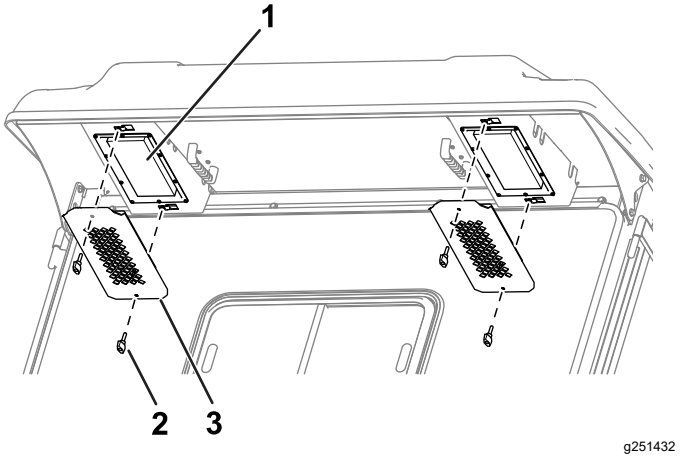

**Figuur 87**
1. Verwijder de knoppen en roosters van de overhang aan de achterzijde van de cabine (Figuur 87).
4. Gebruik de knoppen en roosters om de filters in de cabine te monteren (Figuur 87).